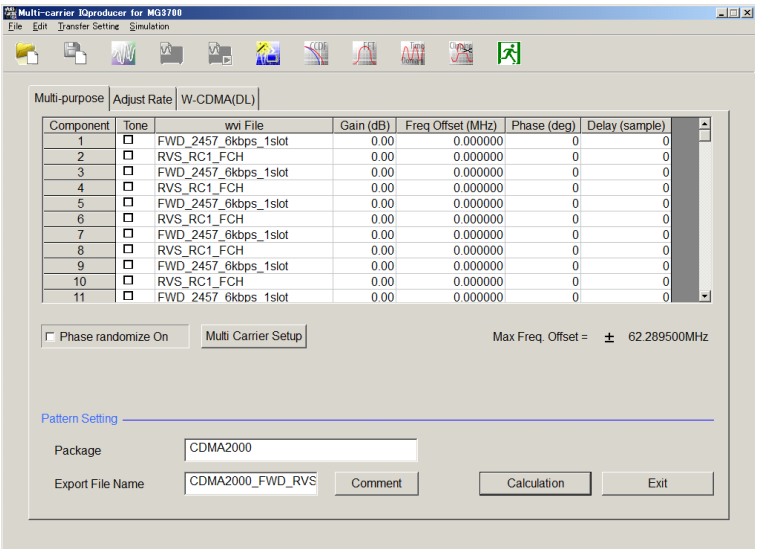

図3.4.2-1　Multi-carrier 設定画面
1. 各 Component に配置したい波形パターンを選択し，Gain，Frequency Offset，Phase，Delay を設定します。図 3.4.2-1 は Component1，3，5，7，9，11，13，15 に FWD_2457_6kbps_1slot.wvi を，Component2，4，6，8，10，12，14 に RVS_RC1_FCH.wvi を選択したときの例です。